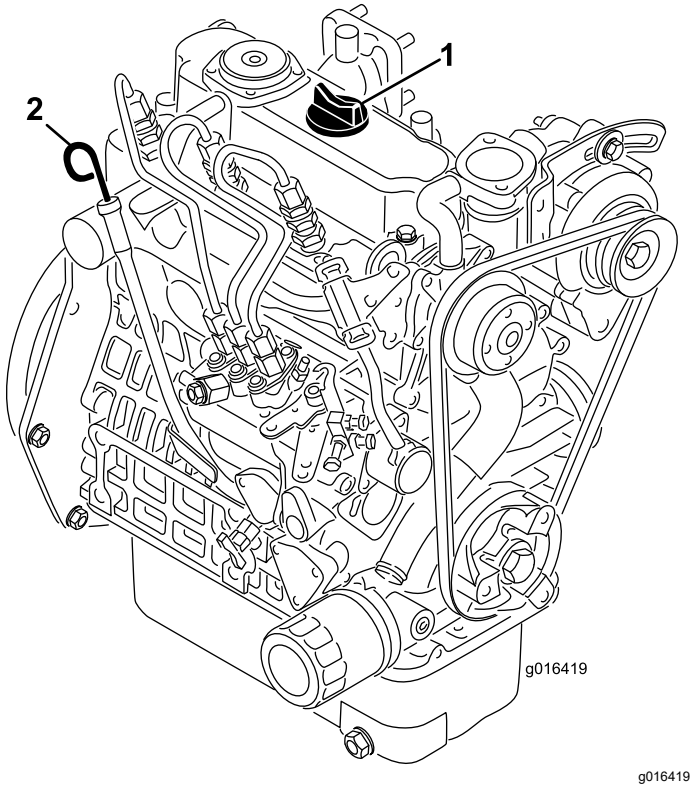

**Figuur 32**
2. Verwijder de peilstok en veeg deze af met een schone doek (Figuur 32).